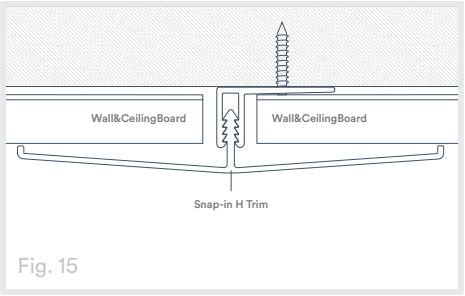

Fig. 15
5. If your wall is taller or longer than your panel lengths, the panels must be joined where the panel ends meet using the Snap-In H Trim (Fig. 15). Refer to the Panel Joints portion of the Trim Applications section of this document for details.